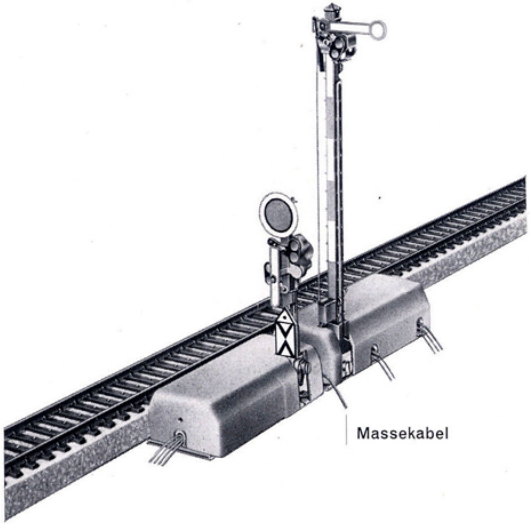

Fig. 4 Vorsignal am Haupt.ignal angeschlossen
1. Bei den Gleisen 3600 und 3700 erfolgt die Rückführung des Beleuchtungsstromes an Masse (18) über den Signalmast und die Gleisanlage, wenn das Signal mittels seiner Bodenplatte eine leitende Verbindung mit dem Gleiskörper hat.
2. Bei den Modellgleisen 3800 und 3900 kann der Beleuchtungsstrom auf diesem Wege nicht zurückgeführt werden, da der Gleiskörper nicht an Masse angeschlossen ist. Hier dient die Buchse (9) an der Stirnseite des Signalkastens zum Anschluß an Masse (unter Umständen über eine Masseverteilerplatte 470). Steht unmittelbar vor dem Hauptsignal ein Vorsignal, so wird für beide Signale nur **ein** Massekabel verwendet, wenn man die Massebuchsen beider Signale durch einen Kreuzstecker 490 Y verbindet (Fig. 4).